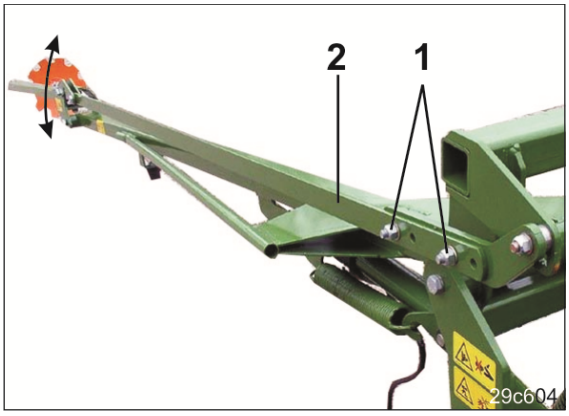

Fig. 131
2. Muttern (Fig. 131/1) lösen.
3. Strebe (Fig. 131/2) in Mittelstellung stellen.
4. Muttern (Fig. 131/1) festziehen.